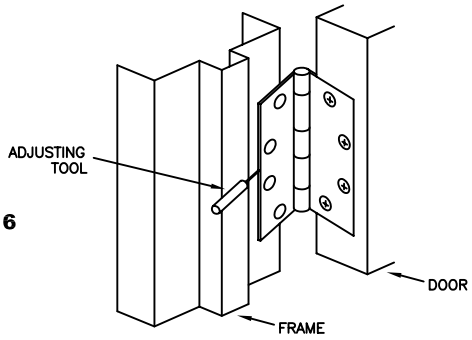

**FIGURE 6**
Adjustments to the monitoring gap are made by turning the adjusting screw using the adjusting tool included with the hinge. The adjustment screw is reached through the hole centered in the edge of the leaf. See Figure 6.
To adjust the gap, open hinge, insert the adjusting tool and turn one (1) turn **clockwise** to **decrease** the gap or **counterclockwise** to **increase** the gap. Recheck gap with ohmmeter by slowly closing hinge. Repeat procedure until the desired gap is achieved. See figure 6.